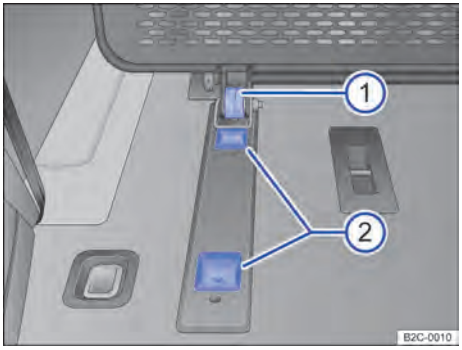

**Fig. 142** En la zona de carga: anclaje inferior.
2. Introduzca la rueda de la parte inferior del panel de separación → fig. 142 ① en el rebaje trasero del anclaje ②.
2. Introduzca la rueda de la parte inferior del panel de separación → fig. 142 ① en el rebaje delantero del anclaje → fig. 142 ②.